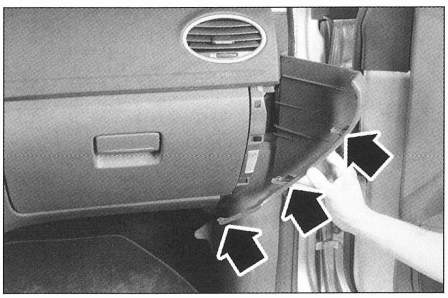

FIG. 48
- el guarnecido lateral derecho **(fig. 48)**.